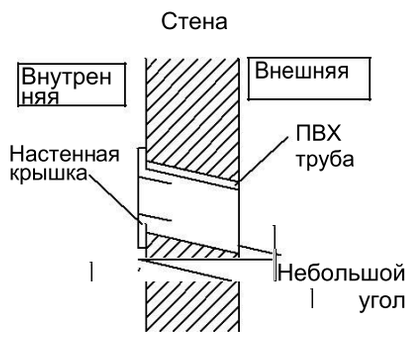

Рис.5
- Разрежьте трубы из ПВХ под небольшим углом по длине, короче толщины стенки, и вставьте их в отверстие. (Рис.5)